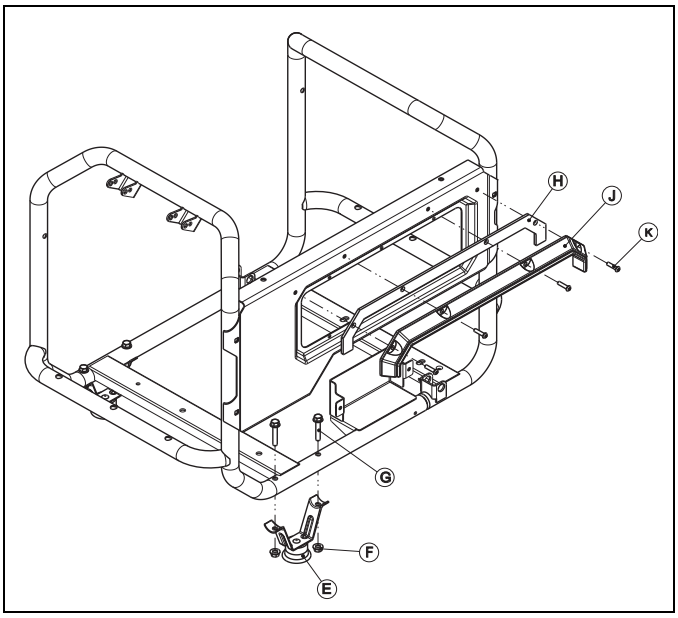

Figura 2-2. Protector de controles y conjuntos de pies del bastidor
2. Instale los conjuntos de pies del bastidor como se muestra (Figura 2-2).
3. Instale la junta y el protector de controles (Figura 2-2).